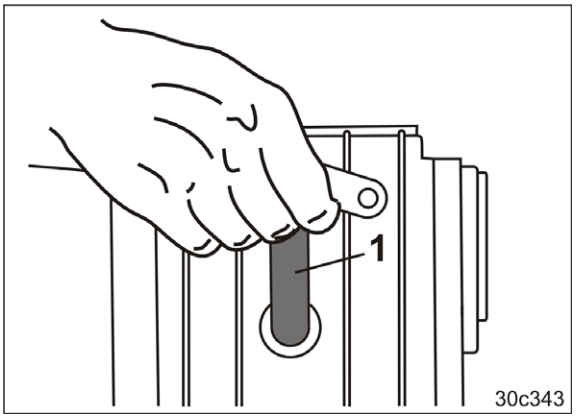

Fig. 164
1. Sæt gearstangen (Fig. 164/1) i den nødvendige position [se skemaet (Fig. 75), på side 82].